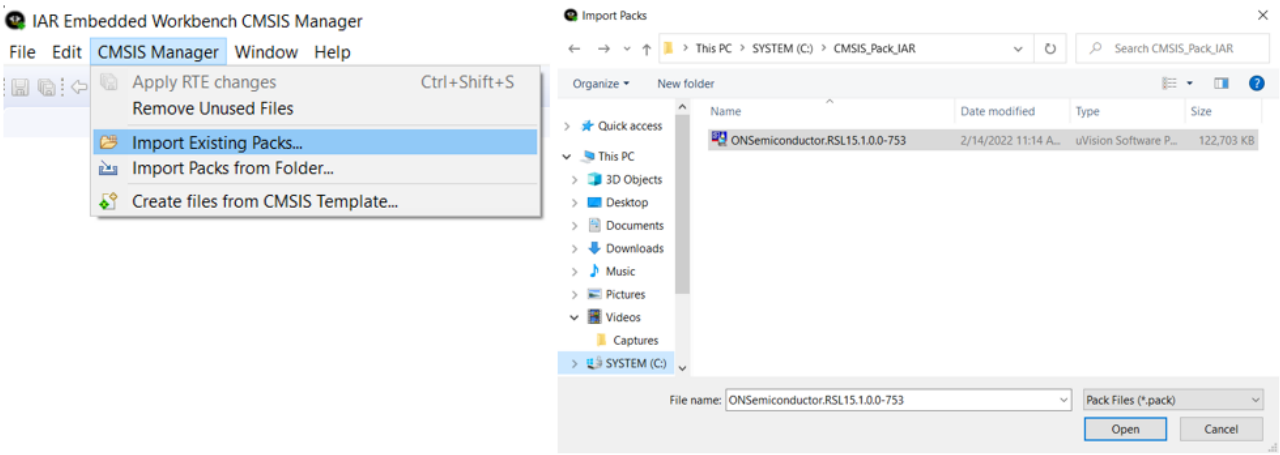

Figure 33. Installing the RSL15 CMSIS_Pack for the IAR Embedded Workbench IDE
3. Click on **CMSIS Manager** > **Import Existing Packs**, select your pack file *ONSemiconductor.RSL15.***`<version>`***.pack*, and click **Open** (see the "Installing the RSL15 CMSIS_Pack for the IAR Embedded Workbench IDE" figure (Figure 33)). <version> is the RSL15 version.